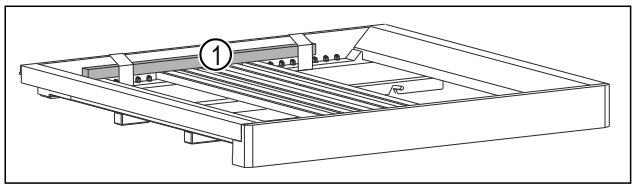

*Fig. 47 **
- ▶ Îndepărtați bara de lemn *Fig. 47 (1).**